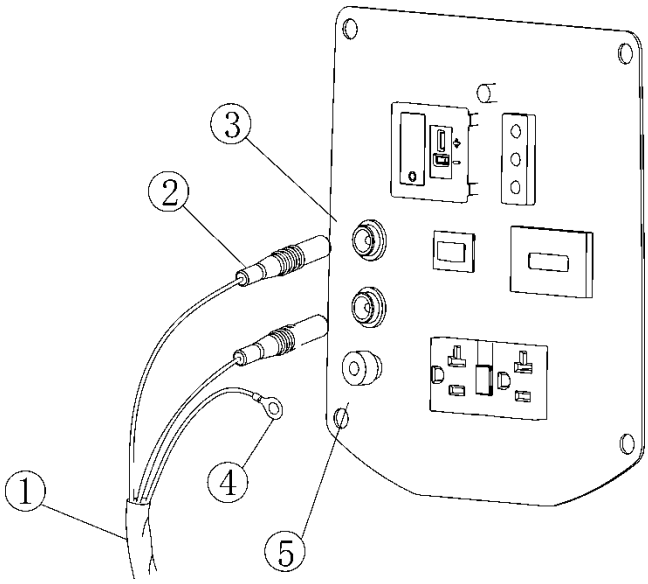

Figure 3
2. Insert the connecting plug ② of the parallel cable ① to PARALLEL OUTPUT receptacle ③ on the controller panel of each generator（See figure 3）
3. Connect the grounding terminal ④ of the parallel cable to the grounding terminal ⑤ of each generator（See figure 3）